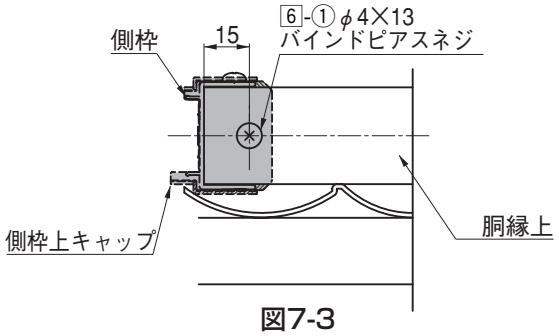

図7-3
❹上段パネルの側枠に側枠上キャップをはめて6-①で取付けください。（図7-3参照）